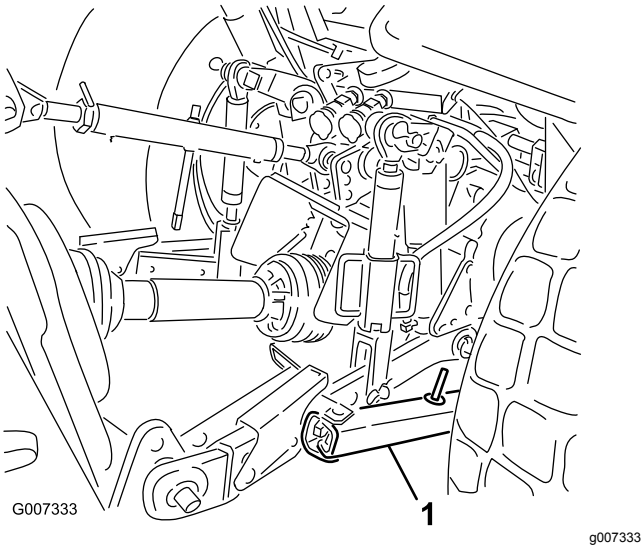

Figur 28
1. Juster stabiliseringsleddene på de nederste løftearme for at minimere bevægelsen fra side til side til maksimum 25 mm på hver side (Figur 28).